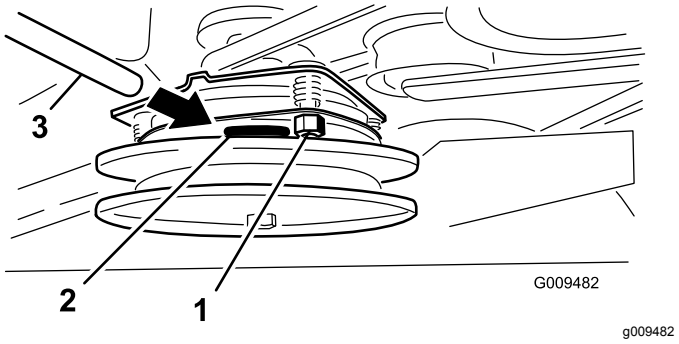

Figuur 60
3. Draai de borgmoeren aan totdat de voelermaat licht is vastgeklemd maar gemakkelijk binnen de spleet kan bewegen (Figuur 60).